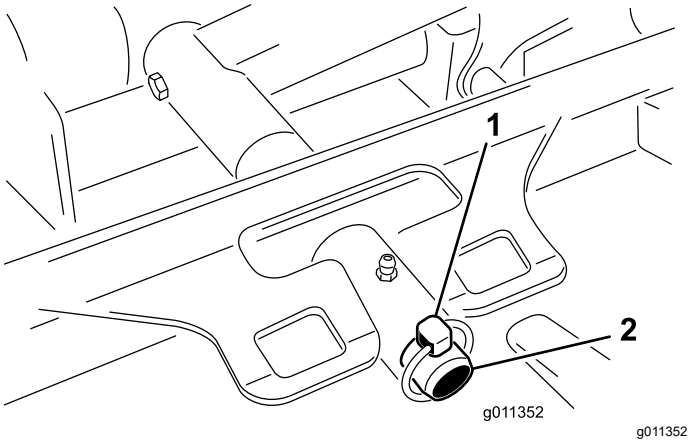

Figuur 125
3. Verwijder de borgpen (voor Groundsmaster 4500-machines) of de borgmoer (voor Groundsmaster 4700-machines) waarmee het draagframe van de maai-eenheid aan de draaipen van de hefarm is bevestigd (Figuur 125).
2. Schuif het draagframe van de maai-eenheid op de draaipen van de hefarm (Figuur 125). Bevestig de maai-eenheid aan de pen; gebruik hiervoor de borgpen (voor Groundsmaster 4500-machines) of de borgmoer (voor Groundsmaster 4700-machines).